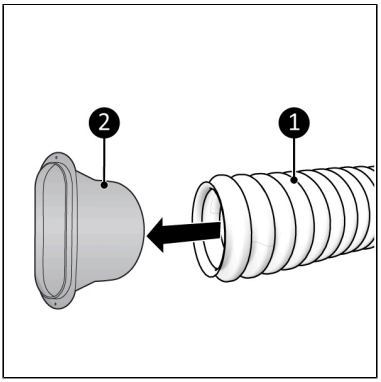

Figure 26.
2. Connect the window connector kit (Figure 26, pos. 2) to the other end of the hot air outlet hose (Figure 26, pos. 1).